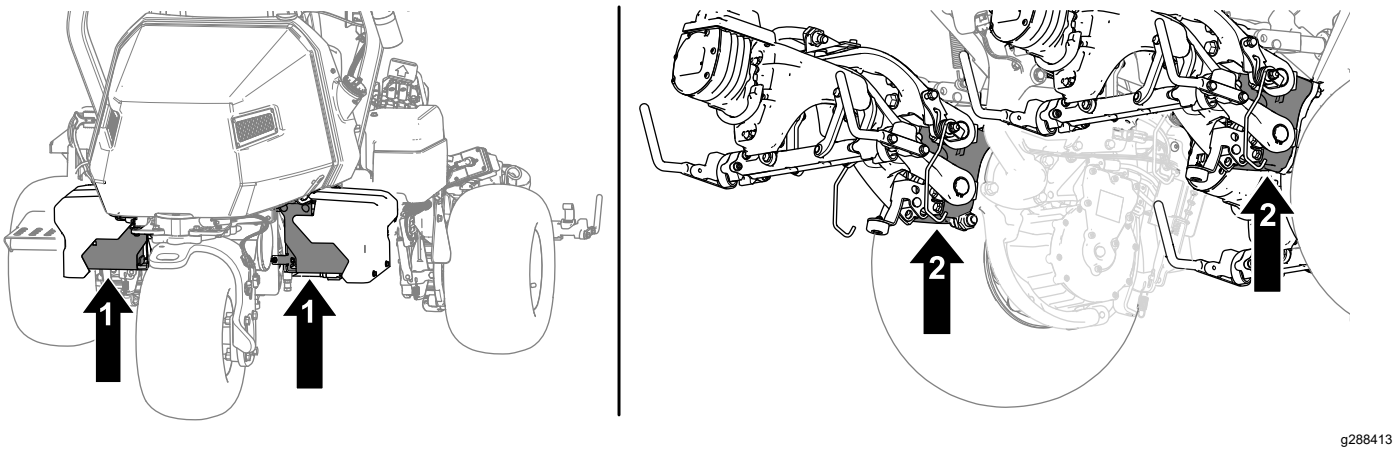

Figuur 36
2. Wanneer u de machine opgekrikt hebt, plaatst u een geschikte assteun onder de volgende zones om de machine te ondersteunen (Figuur 36):